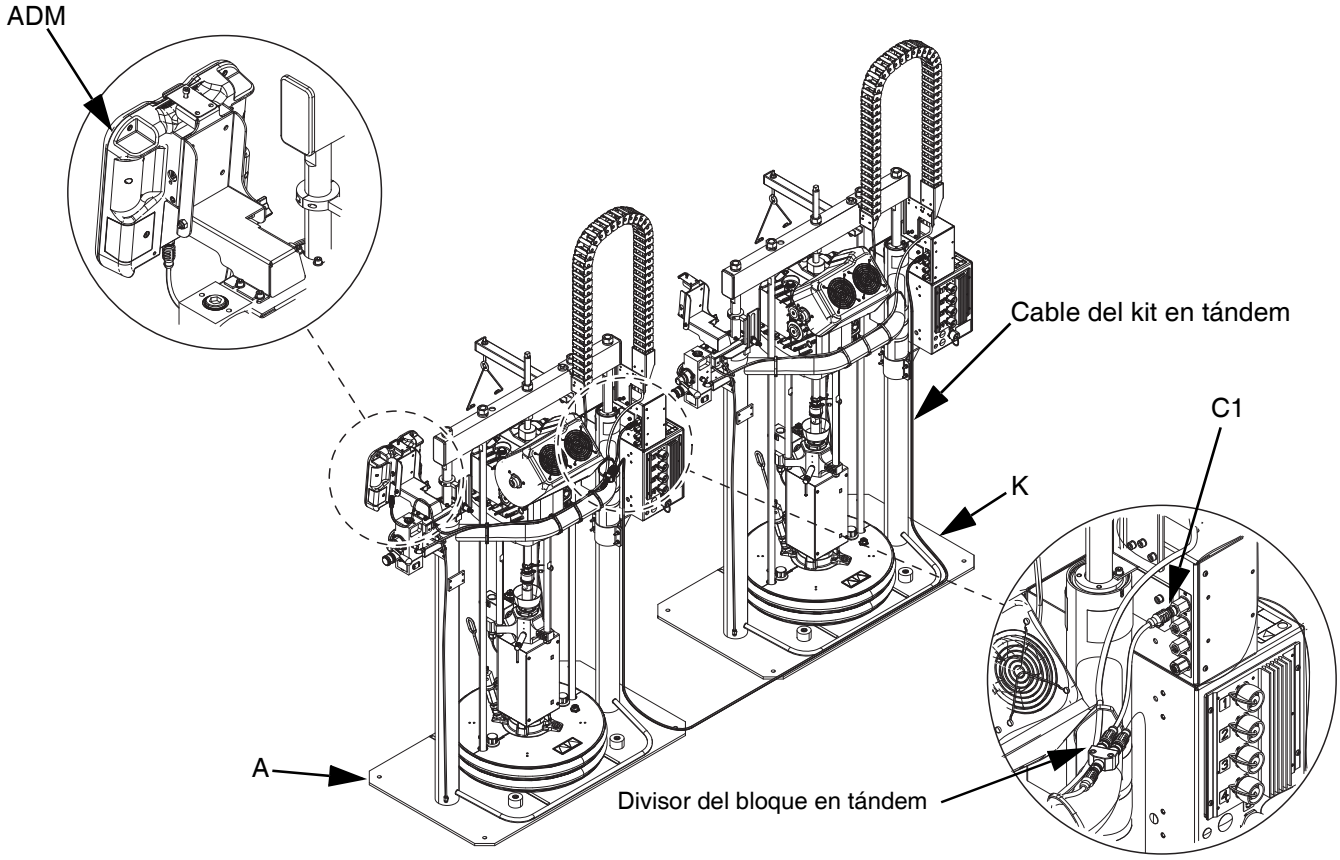

FIG. 10: Conexiones de comunicaciones
4. Utilice las bridas incluidas en el kit para fijar los cables al bastidor del elevador. Consulte la FIG. 10 para saber cómo tender los cables.